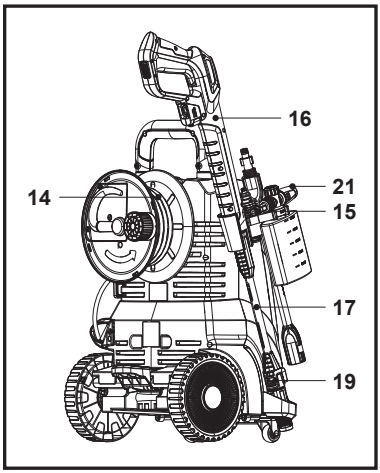

Rys. 26
3. Zwinąć wąż ciśnieniowy (14) i schować pistolet natryskowy (16), lancę przedłużającą (17), dyszę z butelką na detergent (21) oraz dyszę (19/20) (rys. 26).